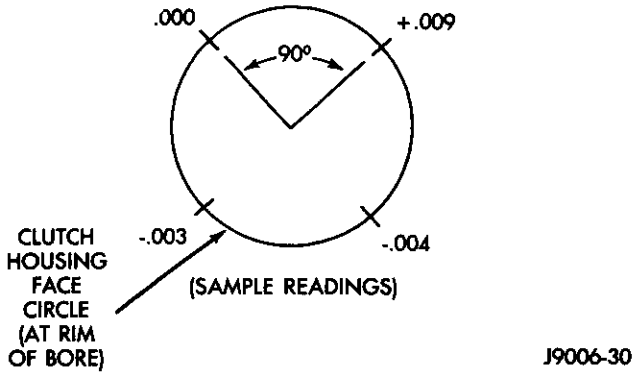

Fig. 6 Housing Face Measurement Points And Sample Readings
(3) Measure and record face runout at four points 90° apart around the housing face (Fig. 6). Perform the measurement at least twice for accuracy.
(4) Subtract the lowest reading from the highest to determine total runout. As an example, refer to the sample readings shown in Figure 6. If the low reading was **minus** 0.004 in. and the highest reading was **plus** 0.009 in., total runout is actually 0.013 inch.
(5) Total allowable face runout is 0.010 inch. If runout exceeds this figure, runout will have to be corrected. Refer to Correcting Clutch Housing Face Runout.
As an example, assume that face runout is the same as shown in Figure 6 and in step (4) above. In this case, three shims will be needed. Shim thicknesses should be 0.009 in. (at the 0.000 corner), 0.012 in. (at the -0.003 corner) and 0.013 in. (at the -0.004 corner).